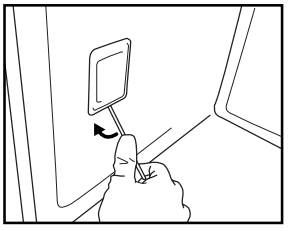

Рис. 7
3. Пользуясь плоской отверткой в качестве рычага, подденьте плафон лампочки в направлении кнаружи (Рис. 7).